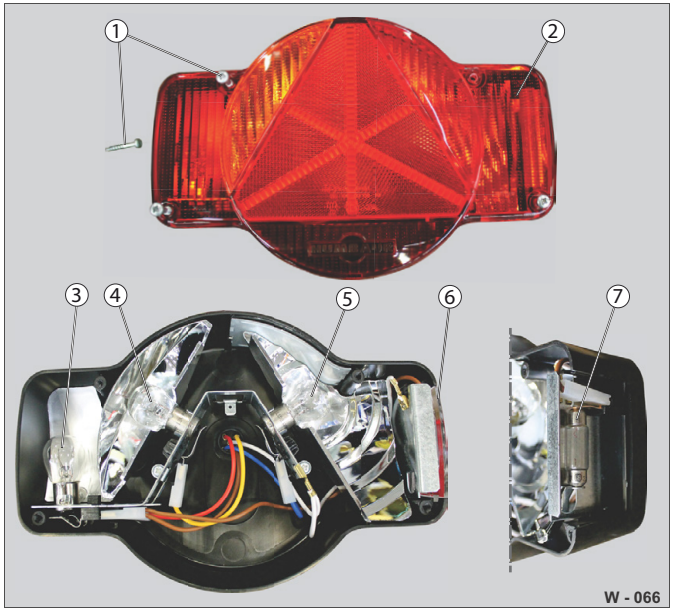

Abb. 68 Zadní světlo Humbaur (horizontální)
- ▶ Uvolněte šrouby s křížovou drážkou (Abb. 68/1) a opatrně sejměte světelný panel (Abb. 68/2).